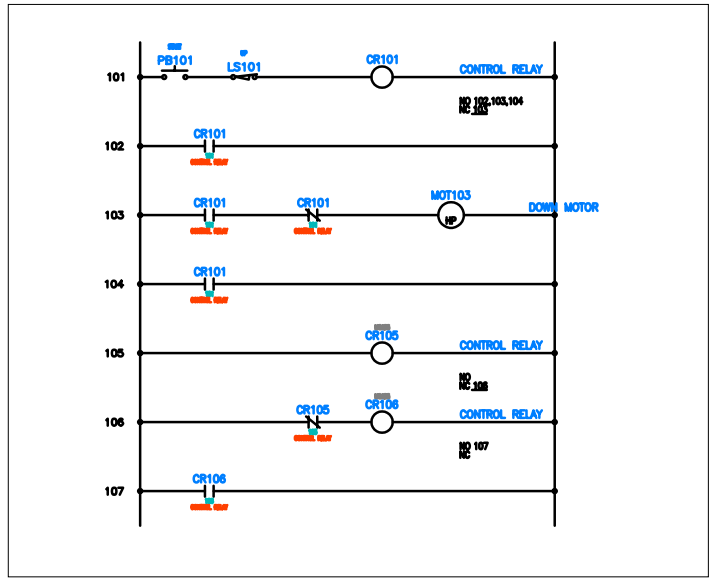

Figure 6-59 *The updated drawing*
3. Choose the **Skip** button from the **Update Related Components?** message box; the location codes are assigned to the selected components. If the **QSAVE** message box is displayed, choose the **OK** button from it; the drawings get updated and MCAB5 is displayed on the CR105 and CR106, as shown in Figure 6-59.